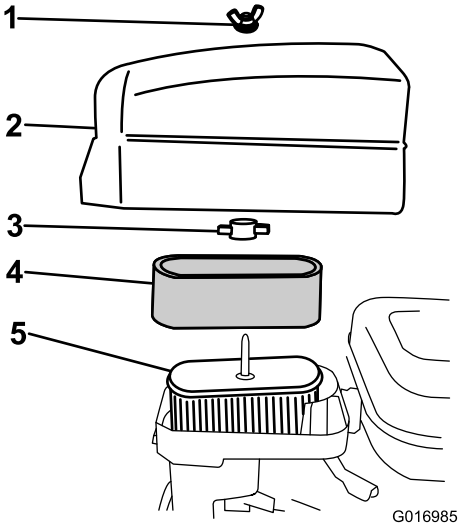

**Rysunek 25**
4. Jeżeli wkład piankowy jest zabrudzony, usuń go z wkładu papierowego (Rysunek 25) i dokładnie oczyść w następujący sposób: